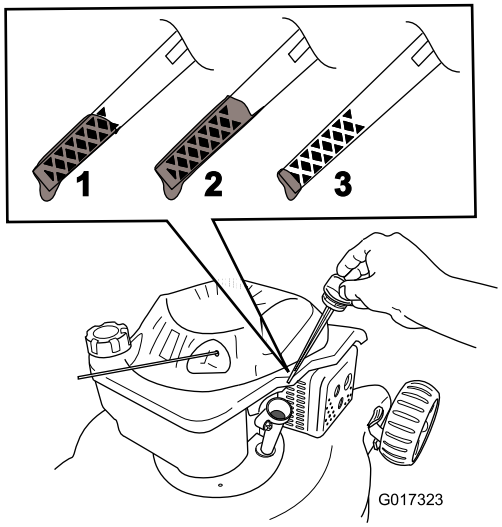

Figure 5
2. Retirez la jauge (Figure 5).
3. Versez **lentement** l'huile par l'orifice de remplissage, attendez quelques minutes puis vérifier le niveau d'huile sur la jauge, en l'essuyant sur un chiffon propre et en l'insérant dans l'orifice, **mais sans visser** le bouchon (Figure 5).
Remarque: Versez de l'huile dans le carter moteur jusqu'à ce que la jauge indique le niveau correct, comme illustré à la Figure 5. Si vous remplissez excessivement le carter moteur, vidangez l'excédent d'huile comme expliqué à la section Vidange et remplacement de l'huile moteur.